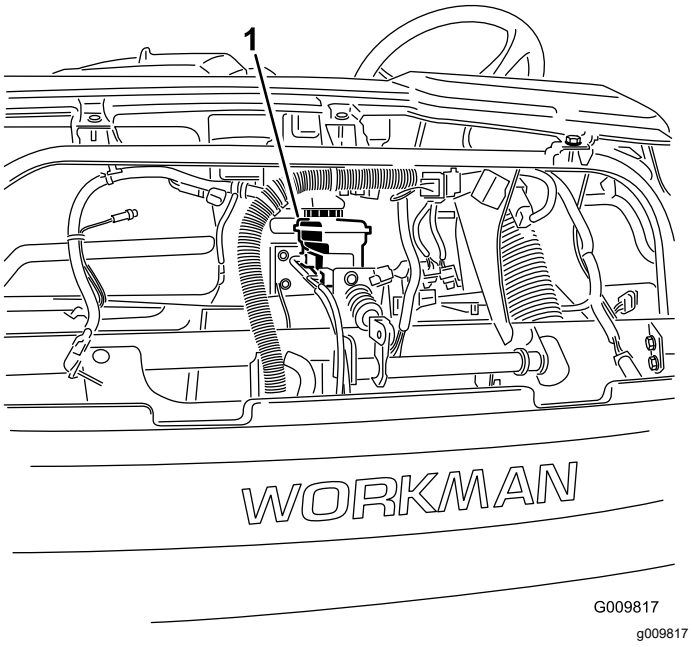

Figura 56
4. Levante el capó para acceder al cilindro del freno principal y al depósito (Figura 56).